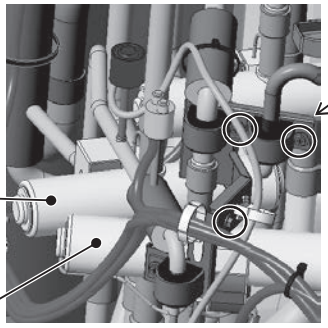

Figure 8
(1) Remove the front heat exchanger. Refer to 8-13-13 Maintenance Procedures for the Heat Exchanger <Type A/Type A1> for details.
(2) Remove the top, front, and right compressor covers. Refer to 8-13-9 Compressor Replacement Procedure <Type A1> for details.
(3) Remove the fixing plate 1 above four-way valve (21S4c), saddle, and rubber spacer by unscrewing the three screws shown in Figure 8.